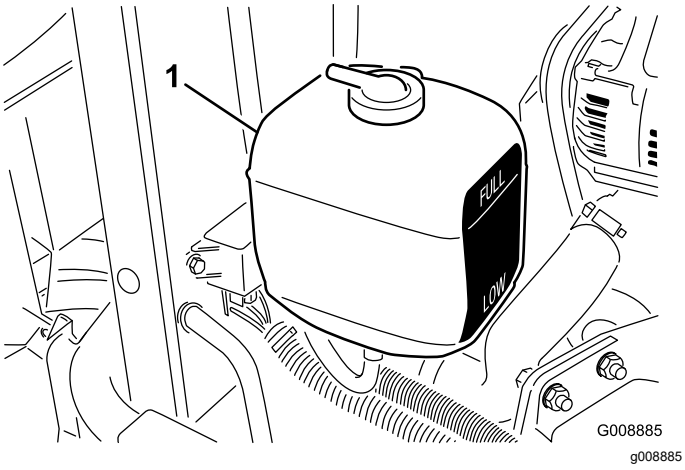

Figuur 29
2. Controleer het koelvloeistofpeil in de expansietank (Figuur 29). Als de motor koud is, behoort het koelvloeistofpeil ongeveer halverwege tussen de markeringen op de zijkant van de tank te staan.